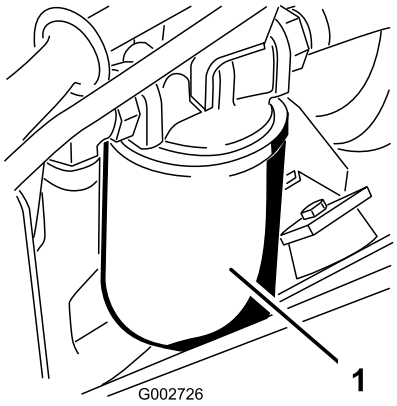

**Figur 40**
3. Placer en drænbakke under hydraulikoliefilteret, der er placeret på maskinens venstre side (Figur 40).